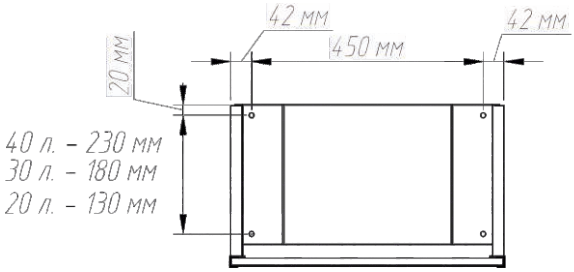
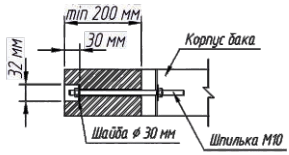

Рис. 2
Рис. 3
2. Определите место установки обливного устройства с учетом его веса, габаритов и несущей способности стены, на которую оно будет установлено, разметьте места установки анкеров для подвеса обливного устройства (см. рис. 2, рис. 3). (Анкера в комплект поставки не входят, и подбираются потребителем самостоятельно в зависимости от толщины стены на которую будет смонтировано обливное устройство)
5. Надежно закрепите обливное устройство на стене при помощи 4 анкеров из шпильки М10 с гайками (см. рис. 3)